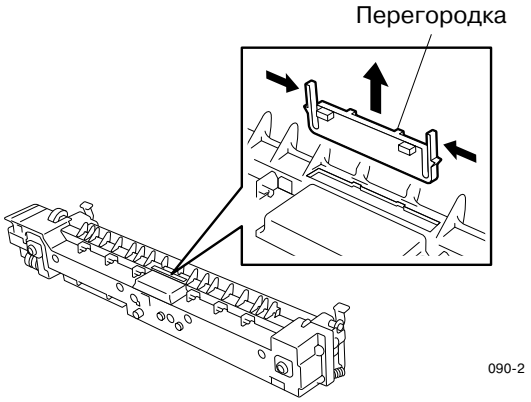

Рис. 14-7-11
7. Снимите блок крышки термоустройства. (См.Рис.14-7-11 и 14-7-12)